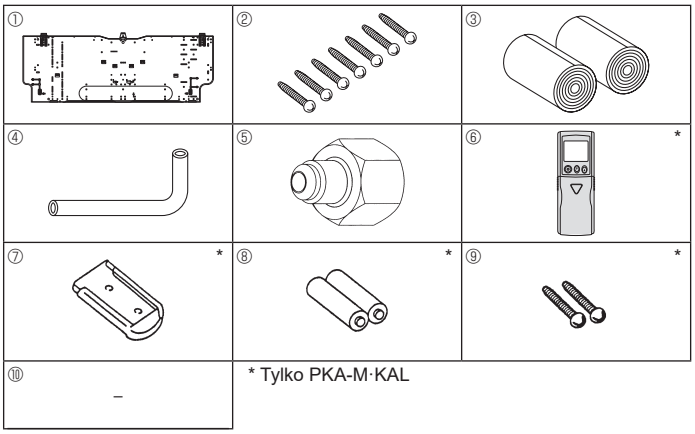

Rys. 3-1
3.1. Sprawdzić wyposażenie jednostki wewnętrznej (Rys. 3-1)